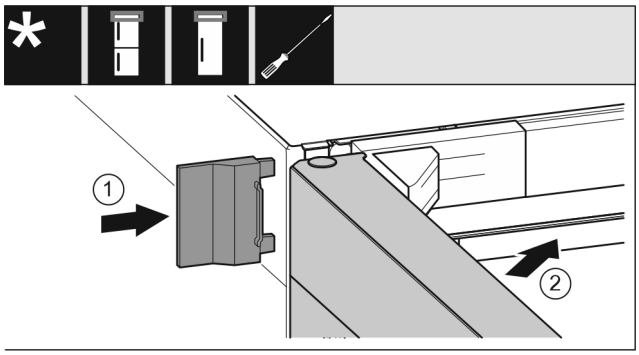

Fig. 27
▶ Äußere Abdeckung *Fig. 27 (1)* aufschieben.
▶ Obere Tür *Fig. 27 (2)* schließen.